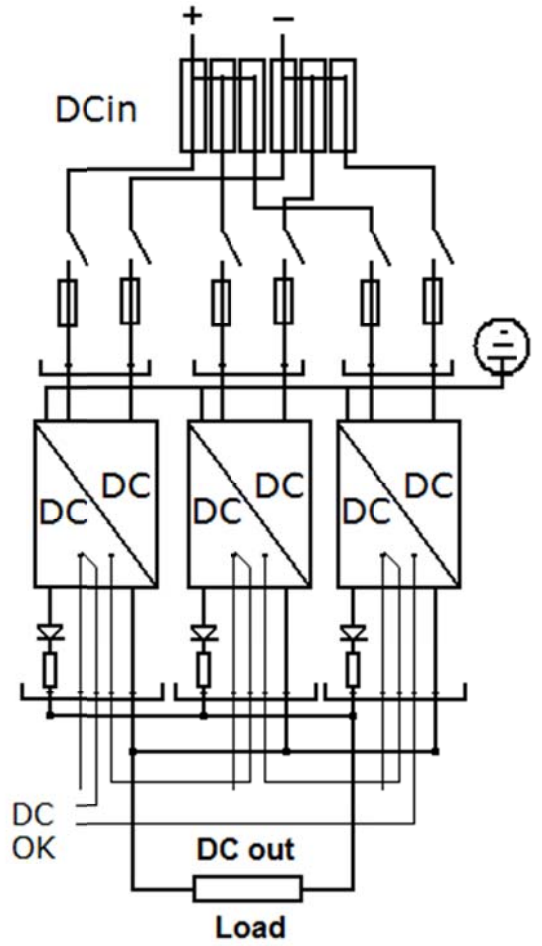

Figure 3. *An N+1 system with two units for the load and one for the redundancy.*
The figure 3 shows a N+1 system with two units for the load and one for the redundancy. Each Power supply has a built in; series diode (C), balancing resistor (R) and alarm Relay option B. The alarm is cascade connected. Note that each DC/DC converter has individual external input fuses.